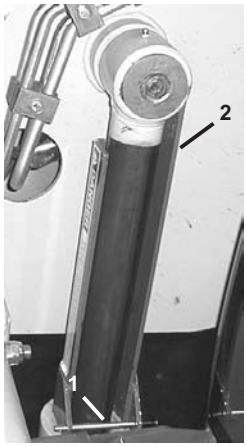

Fig. 4:Lift Arm Support Device Engaged
4. Place the support device on the left lift cylinder with the long end of the support device facing the front of the loader (Fig. 4).